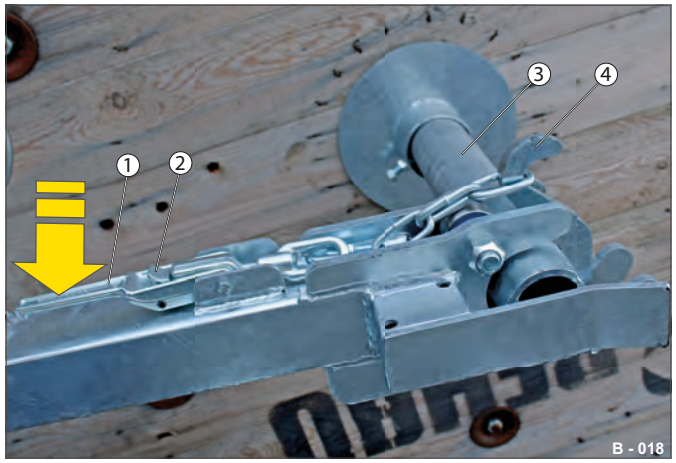

Fig. 15 Kabeltromle sikret
▶ Tryk håndtaget (Fig. 15 /1) i med flad hånd.